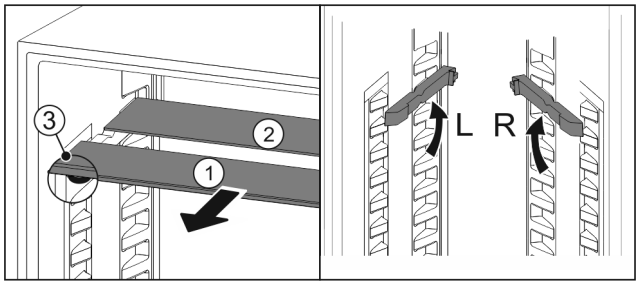

*Fig. 55*
▶ Extrageți *Fig. 55 (1)* pe rând plăcile de sticlă spre înainte.
▷ Placa de sticlă *Fig. 55 (1)* cu șipca decorativă se află în față.
▷ Opritoarele *Fig. 55 (3)* indică în jos.